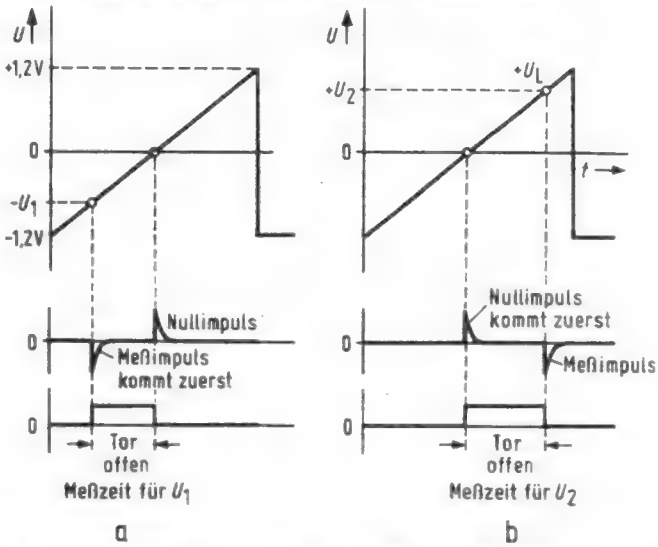

Bild 7. Meßvorgänge für negativ und positiv gerichtete Meßspannungen; a für $U = -U_1$, b für $U = +U_2$
*Bild 7* stellt die zeitlichen Abläufe dieser Anordnung dar. Weil positiv und negativ gerichtete Spannungen gemessen werden sollen, liefert der Sägezahngenerator einen von −1,2 V nach + 1,2 V verlaufenden Spannungsanstieg. Vorausgesetzt wird in diesem Fall ein AD-Umsetzer, der einen Meßbereich von ± 1 V haben soll. Liegt nun am Eingang der Schaltung nach Bild 7a eine negativ gegen den Bezugspunkt gerichtete Spannung $-U_1$, dann spricht der Meßkomparator bereits bei